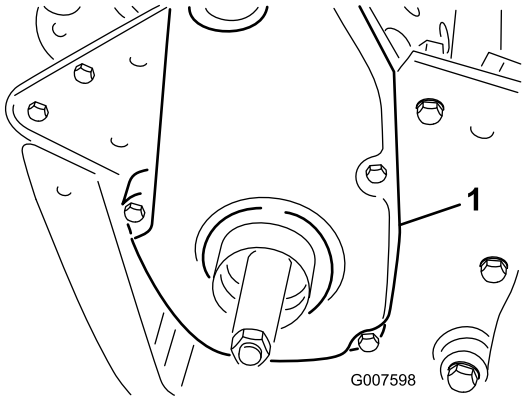

Rysunek 43
6. Zdemontuj pokrywę paska tylnego z prawej strony urządzenia (Rysunek 43).